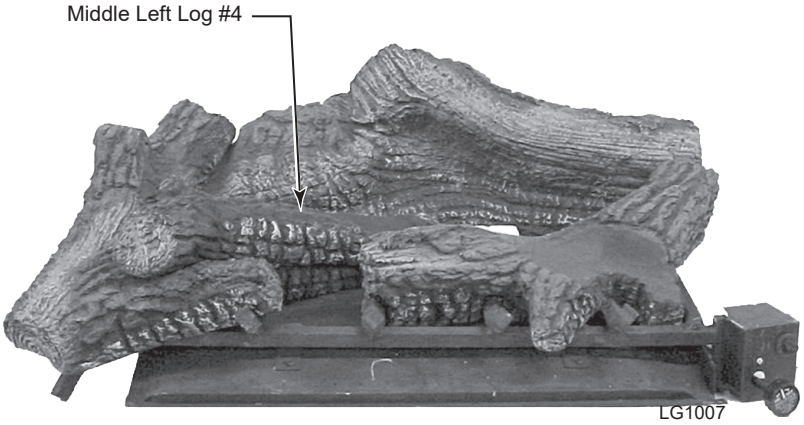

Figure 38
4. Place middle left log (#4) on top of bottom left log. *Figure 38*